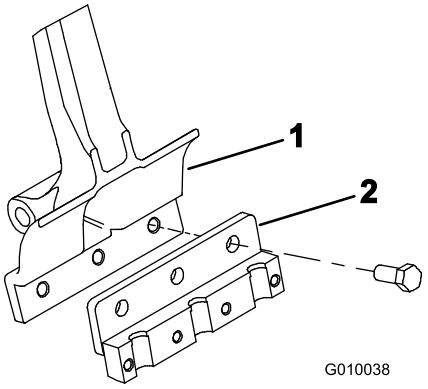

Figuur 23
2. Monteer een tandhouder op elke arm met behulp van 3 bouten (1/2 x 1-1/4 inch) (Figuur 23). Draai de bout vast tot 101,6 Nm.